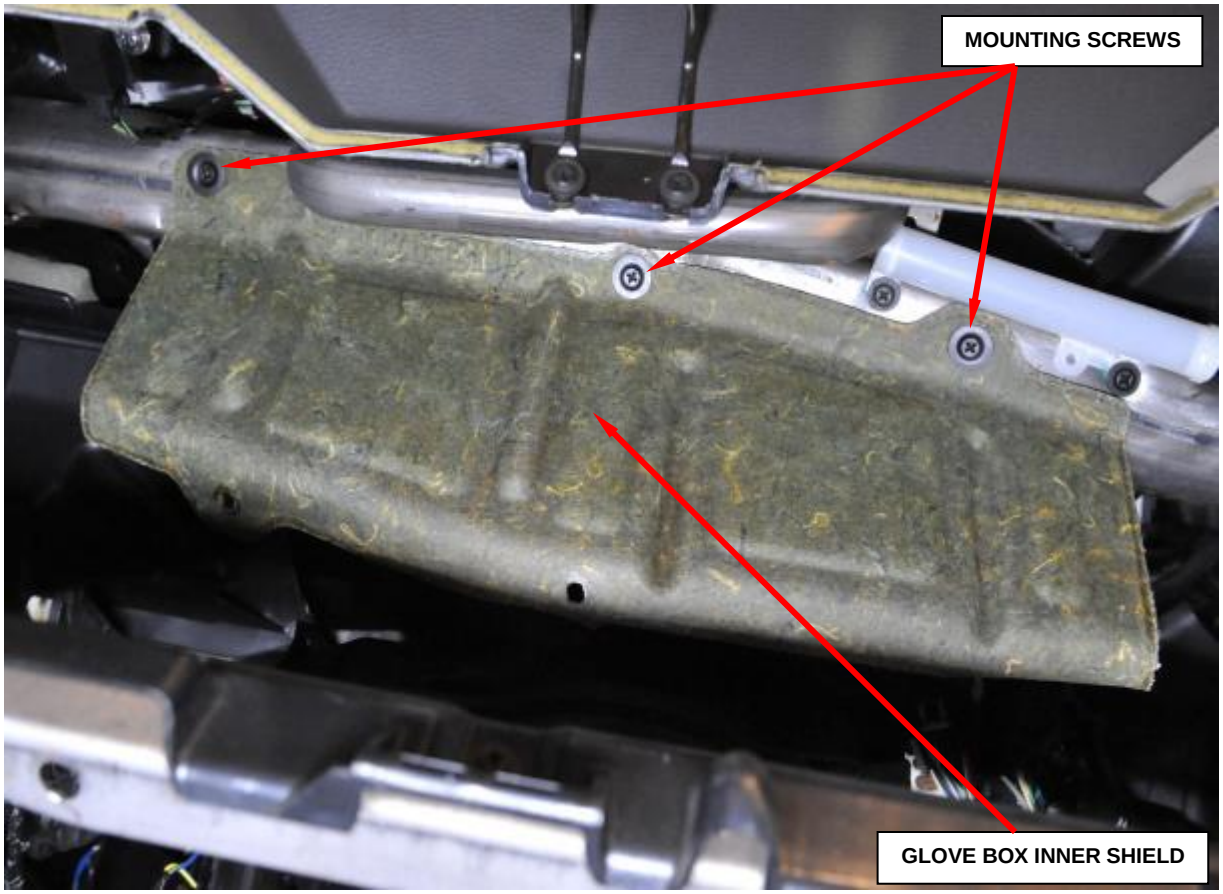

Figure 73 – Inner Glove Box Shield
30. Remove and save the three mounting screws to the inner glove box shield (Figure 73).
42. Install the inner glove box silencer shield using the three mounting screws (Figure 73).